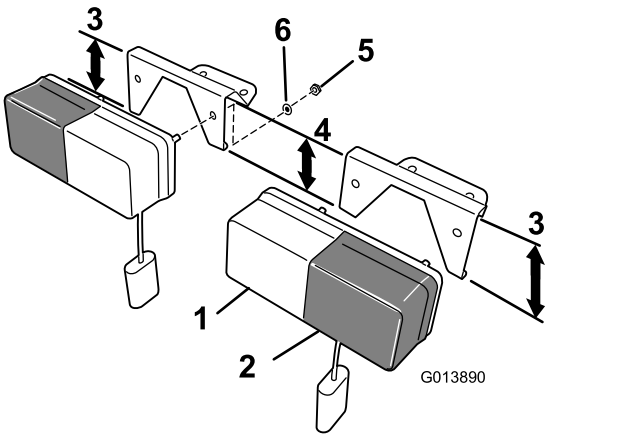

Figur 4
2. Sätt fast lampan på fästet med de fästelement som du tog bort tidigare (Figur 4).
Obs: Se till att det genomskinliga lyktglaset (positionsljuset) är vänt inåt och det gula lyktglaset (signallampan) är vänt utåt (Figur 4).
Obs: Du känner igen fästena på frontplattans vinkel och ett längre stående ben som är vänt utåt (Figur 4).